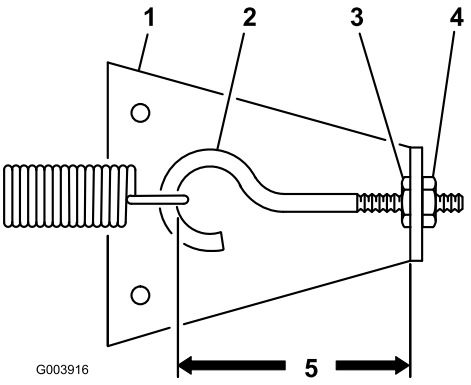

Figur 62
3. Fjern den indre låsemutteren som fester øyebolten til fjærankerplaten (Figur 62).
4. Drei den ytre låsemutteren med urviseren til avstandenmellom innsiden av øyeboltløkken og innsiden fjærankerplaten reduseres med 3 mm, som vist i Figur 62. Stram den indre låsemutteren.